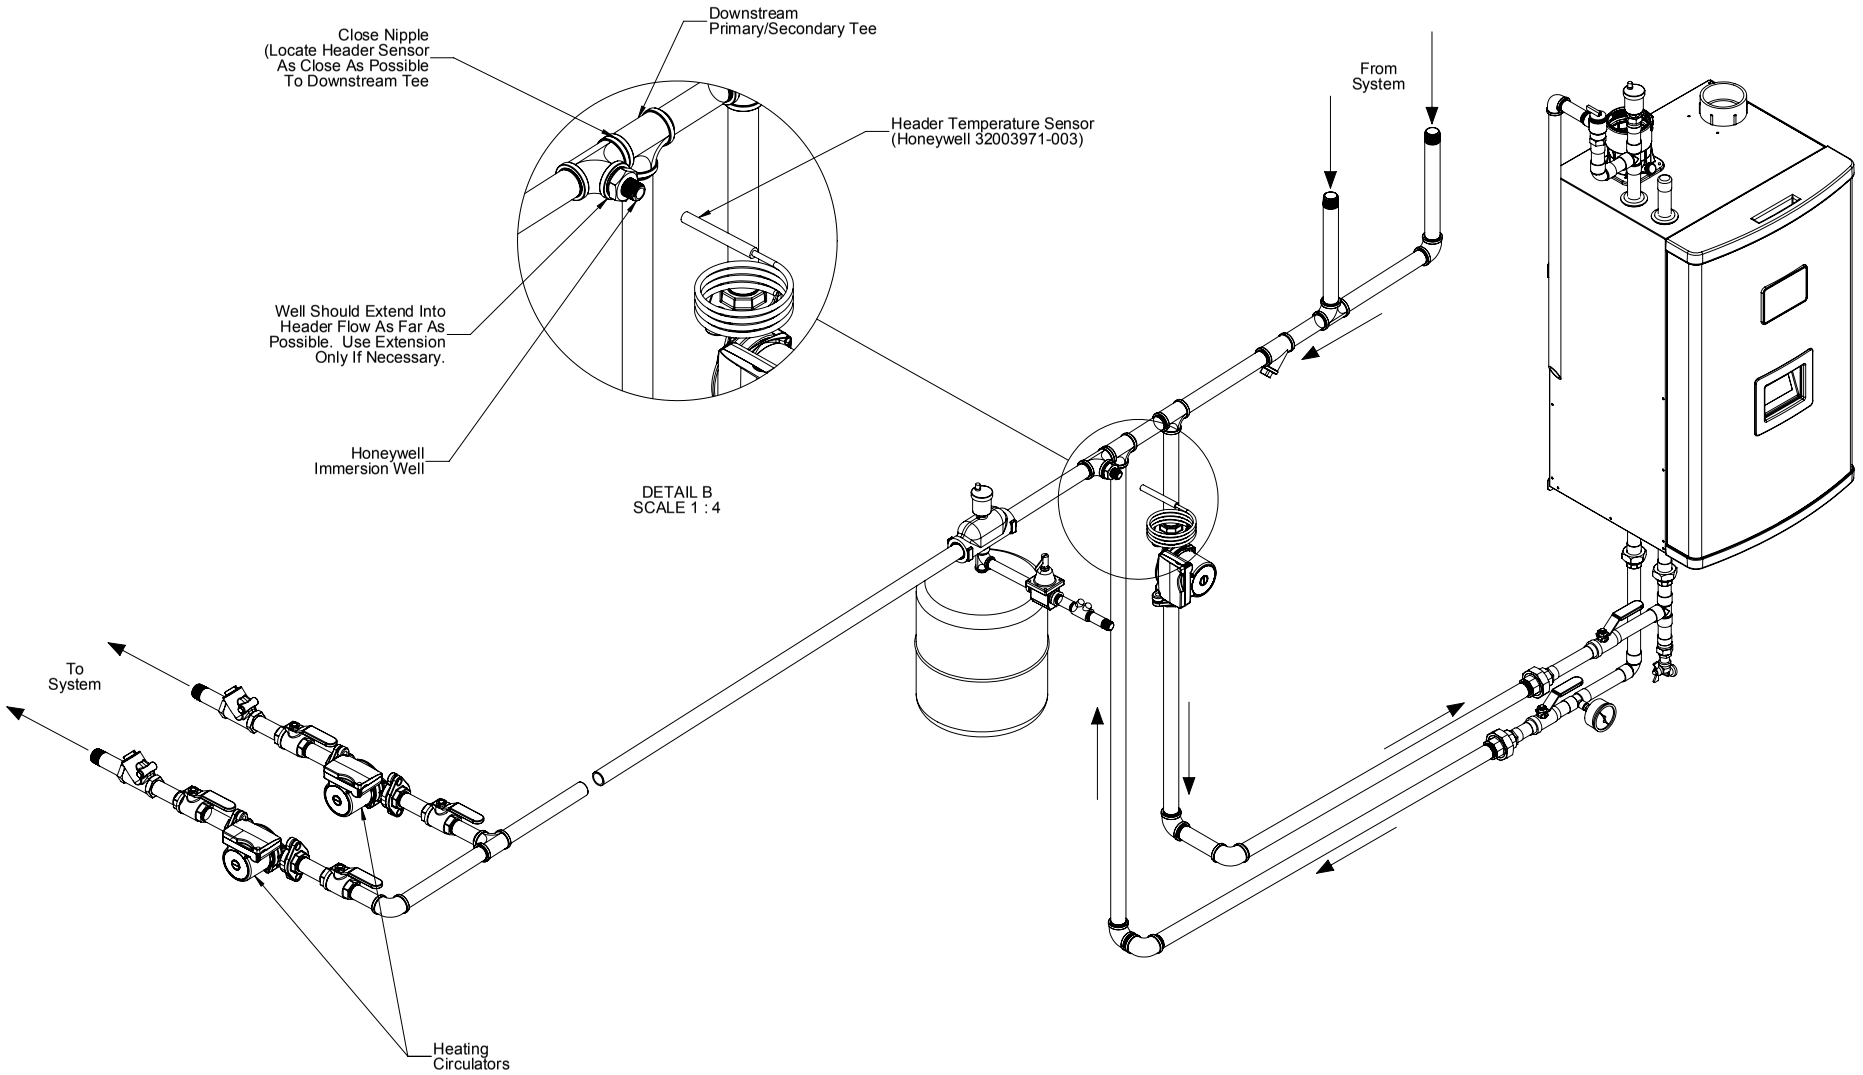

Figure 10.4: Proper Installation of Header Sensor
e) Header Sensor - When this sensor is installed and enabled, the boiler will attempt to maintain the target water temperature in the header rather than in the supply. Where the system flow rate varies widely, the use of a header sensor allows the temperature of the water being sent to the radiation to be more accurately controlled. Use sensor P/N 103104-01 (Honeywell 32003971-003) with 1/2" NPT immersion well, P/N 80160456. Installation of this sensor in a well, as opposed to on the surface of the header, is highly recommended. Alternatively use 1/2" NPT direct immersion sensor, P/N 101935-01. Locate this sensor immediately downstream of the second primary-secondary Tee (Figure 10.4). The sensor wiring should be routed away from sources of electrical noise. Where it is impossible to avoid such noise sources, wire the sensor using a 2 conductor, UL Type CM, AWM Style 2092, 300Volt 60°C shielded cable. Connect one end of the shielding on this cable to ground. See Section XII "Operation" for information on enabling the header sensor.